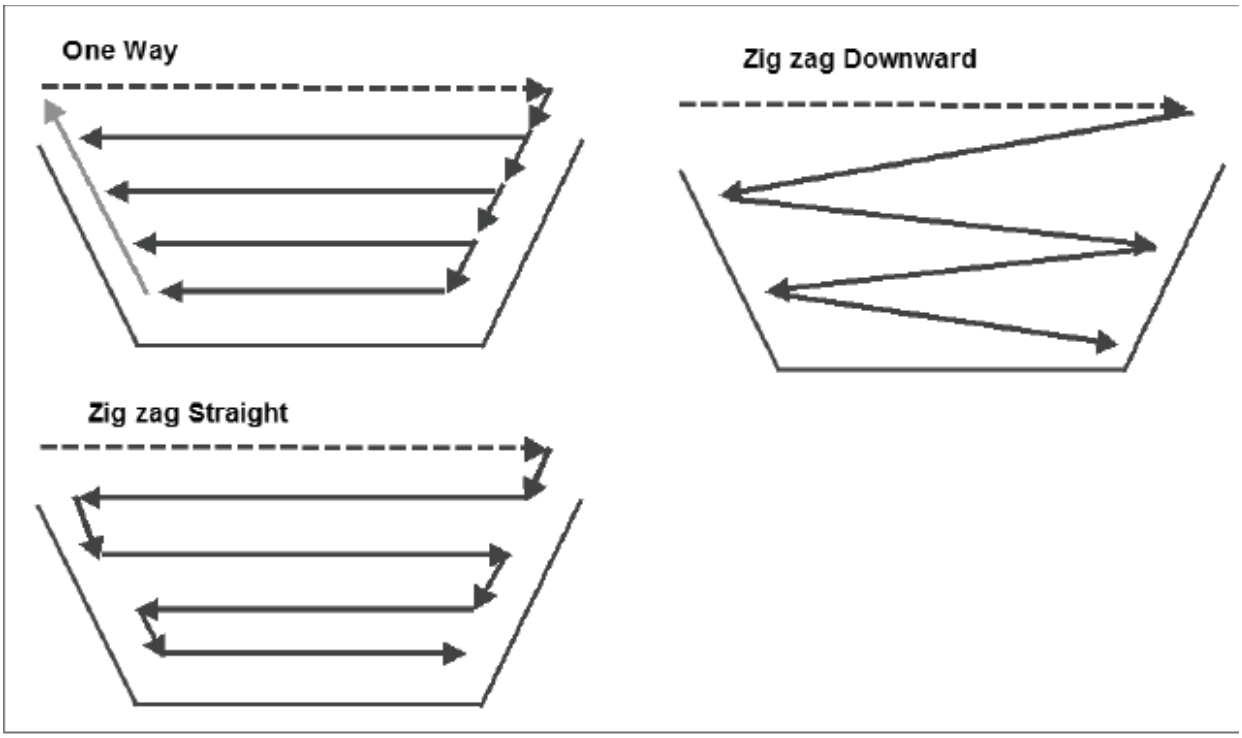

Figure-43. Cutting Methods on lathe
- Select desired cutting method from the **Cutting Method** drop-down. Figure-43 shows difference between various cutting methodologies available in the drop-down.